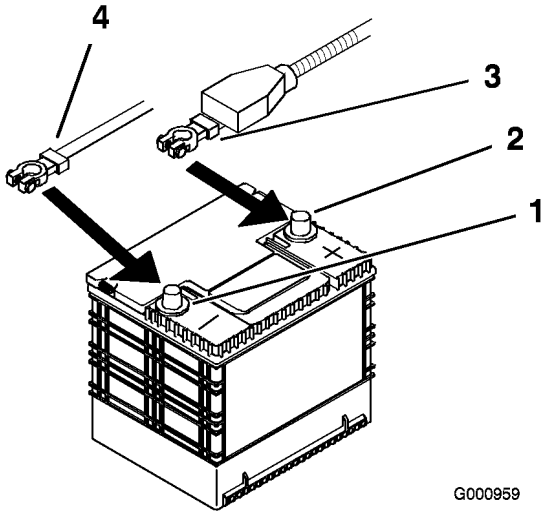

Figur 44
4. Lossa först batteriets minuskabel och jordkabel från batteriets minuspol (–) (Figur 44).
5. Skjut av den röda anslutningsskon från batteriets pluspol (röd). Lossa sedan batteriets pluskabel (röd) (Figur 44).
4. Fäst kablarna med 2 bultar (1/4 x 3/4 tum), 2 brickor (1/4 tum) och 2 låsmuttrar (1/4 tum) (Figur 44).